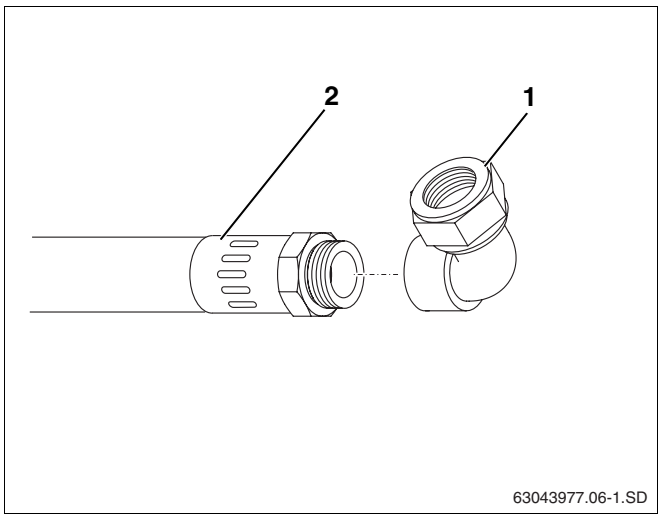

Afb. 5 Klemkniekoppeling monteren
- Schroef de klemkniekoppeling (afb. 5, **pos. 1**) op de boileraansluiting (afb. 5, **pos. 2**).